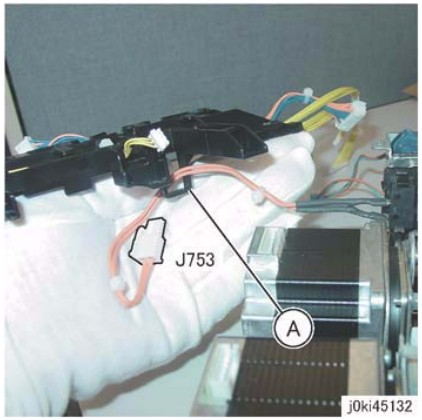

Figure 6 J753 Harness Hook
2. Hang the J753 wire harness to the hook (A). (Figure 6)